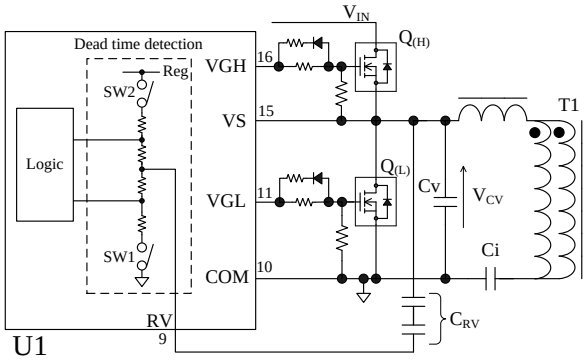

Figure 8-19 RV pin peripheral circuit and dead time detection circuit
Figure 8-19 shows the RV pin peripheral circuit and the internal dead time detection circuit. The external components for this function is only high-voltage ceramic capacitor, C_{RV}, connected between the VS pin and the RV pin. The value of C_{RV} is about 5 pF.
After $Q_{(L)}$ turns off, SW2 is turned on while SW1 is kept on state. The resonant current flows through C_V, Ci and T1 (refer to Figure 8-19) and the C_V voltage, V_{CV}, increases from 0 V. When V_{CV} becomes Equation (11), the resonant current flows through the body diode of $Q_{(H)}$ and V_{CV} is clamped $V_{IN} + V_{F(H)}$. The period that until V_{CV} is clamped after V_{CV} starts to increase is defined as the voltage resonant period.
After $Q_{(H)}$ turns off, SW1 is turned on while SW2 is kept on state. The resonant current flows through C_V, Ci and T1 (refer to Figure 8-19) and the C_V voltage, V_{CV}, decrease from the input voltage, V_{IN}.